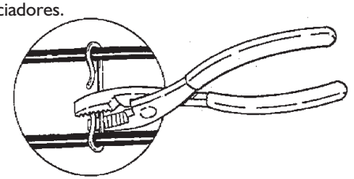

Figura 18. Apriete los espaciadores con alicates
Apriete las pinzas y los espaciadores. Apriete las pinzas y los espaciadores de cable del techo. Puede utilizar los dedos o alicates. Si utiliza alicates, apriete ligeramente para evitar pellizcar prensar, cortar o dañar el cable de alguna manera (Véase la Figura 18). No utilice un martillo para apretar las pinzas ni los espaciadores.
Cuando se tiene la medida necesaria, el siguiente paso es instalar los espaciadores de cable y bajar el cable por la bajada de agua. Se deben sujetar los espaciadores al cable cada 6 pulgadas (15 cm) para que el cable no se toque en la bajada de agua. Se debe apretar los espaciadores antes de bajar el cable. Puede hacerlo con los dedos o con la ayuda de alicates. Si utiliza alicates apriete ligeramente para no pellizcar, prensar, cortar o dañar el cable de alguna manera (Véase la Figura 18). No clave o apriete las pinzas ni los espaciadores. Baje el cable por la bajada de agua con la ayuda de una cuerda con una pesa.
- Al correr el cable por los canalones, se pueden apretar los espaciadores con los dedos o con alicates. Si utiliza alicates, apriete ligeramente y tenga cuidado de no pellizcar, prensar o dañar de alguna forma el cable (Véase la Figura 18). No utilice un martillo para apretar las pinzas ni los espaciadores.